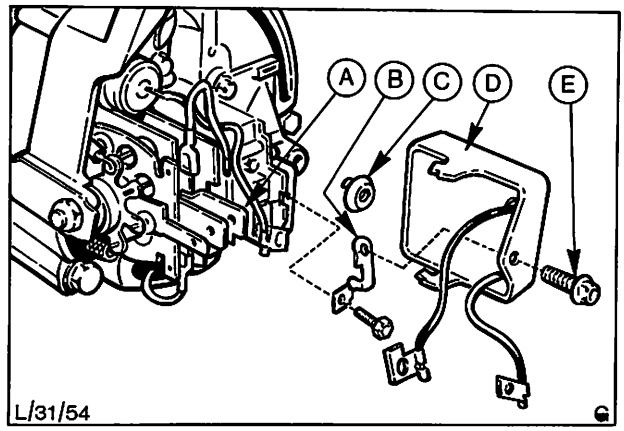

Abb. 69 Regler komplett einbauen
6. Regler an der Rückseite der Lichtmaschine anbringen und befestigen. Kabel anschließen. Darauf achten, daß das Kunststoff-Distanzstück, „C" in Abb. 69, und die Verbindungslasche „B" richtig angebracht sind.